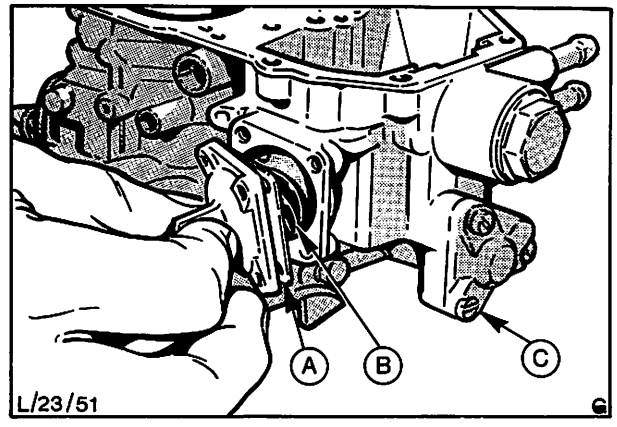

Abb. 108 Beschleunigerpumpenmembran komplett abbauen
5. Schrauben (4) entfernen und Beschleunigerpumpenmembran komplett abbauen. Darauf achten, daß die Rückdruckfeder nicht verlorengeht, Abb. 108.
6. Schrauben (3) der Anreicherungsventil-Membraneinheit entfernen und Membraneinheit abnehmen, Abb. 108.